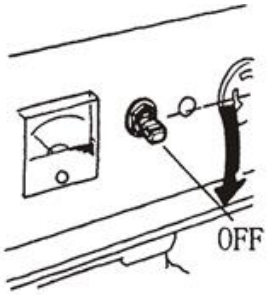

Рис. 34
6.1 Встановіть перемикач змінного струму в положення “OFF” (Рис. 34).